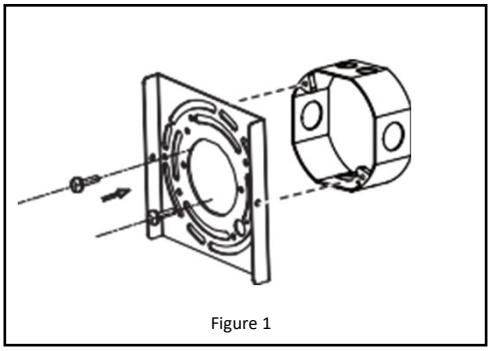

Figure 1
2. Fixez la plaque de montage à la boîte de jonction. ***Reportez-vous à la Figure 1.***